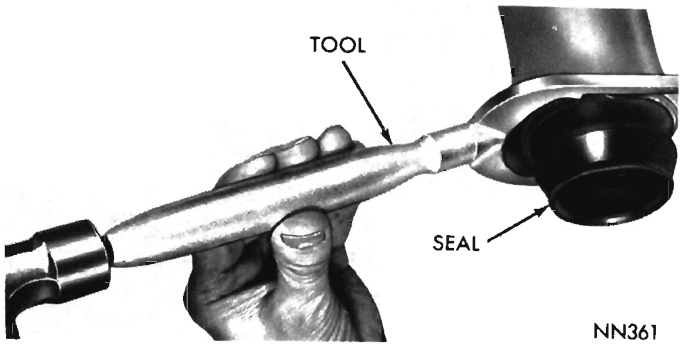

Fig. 15—Removing Extension Housing Yoke Seal
(1) Remove extension housing yoke seal (Fig. 15) with Tool C-3994 or C-3985.
(3) Remove extension housing yoke seal (Fig. 15) with Tool C-3994 or C-3985.